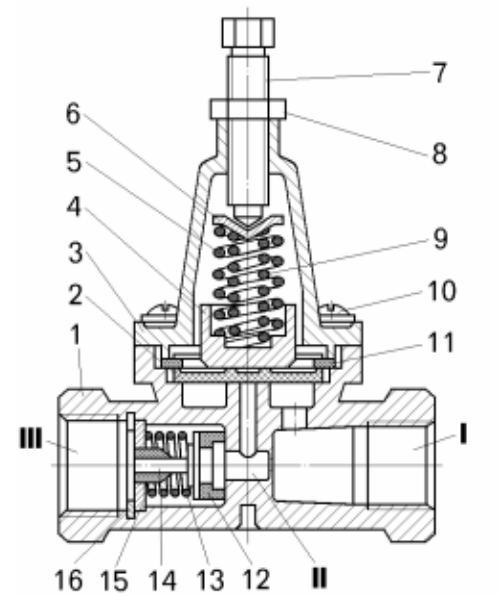

Рисунок 11.5 – Одинарный защитный клапан:
– отвернуть винты 10 (рисунок 11.5) крепления крышки 3 к корпусу 1, снять крышку, вынуть диафрагму 2, шайбу 11, поршень 4, пружины 5, 9 и тарелку пружин 6;